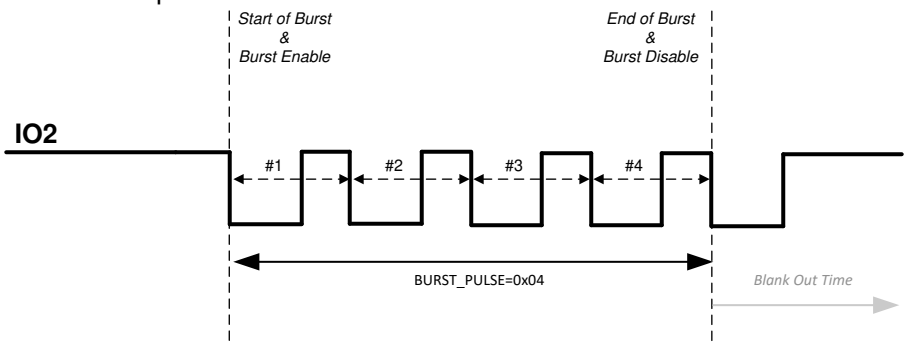

図 7-4. IO_MODE 3 Description
- **IO_MODE = 3:** In this mode, burst enable and start of burst are both triggered by the falling edge of IO2. TI recommends that IO2 pin is kept pulled up to VDD for this mode. The device then expects a clock at IO2 pin to generate pulses on the OUTA/OUTB pins (see 図 7-4). The number of pulses are counted by counting falling edge to next falling edge transitions on IO2 once the start of burst is triggered. End of burst sequence is signaled when the number of pulses defined in BURST_PULSE are sent. After end of burst, a blank-out timer interval defined by the DRV_PLS_FLT_DT register is started to prevent triggering of a new start of burst in the event if the IO2 pin is still toggling. After the start of burst, the state of OUTA and OUTB pins are determined by IO1 and IO2 pins.